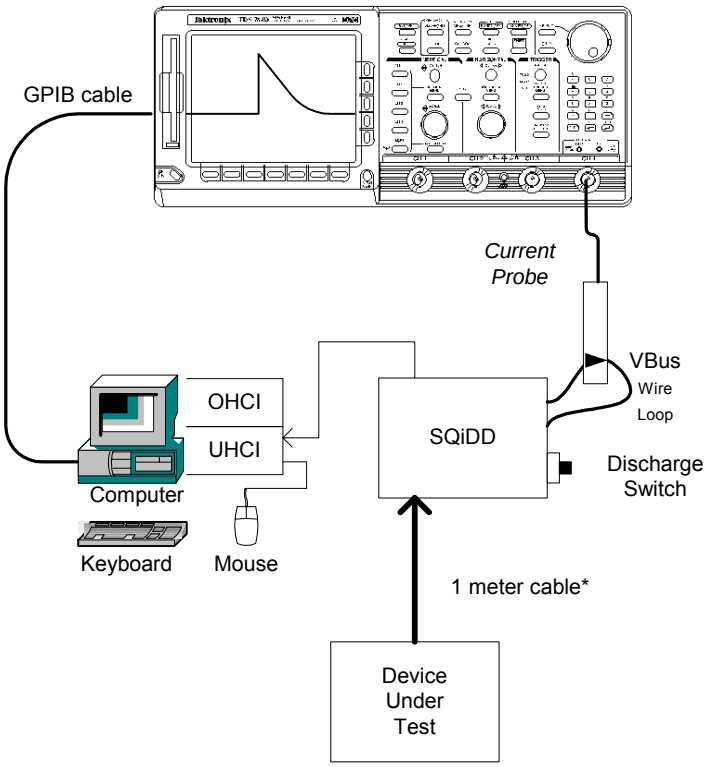

**Figure B-8: Device Inrush Current Test Setup**
5. Hook up Device Under Test (DUT) to SQiDD Board Section 1 per Figure B-8: Device Inrush Current Test Setup.